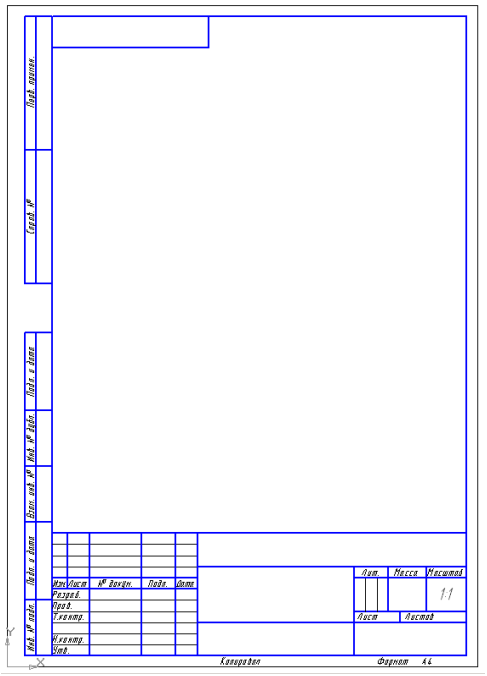

Рис. 7.1. Лист чертежа в системе КОМПАС-3D LT.
1.3. Выполните команду **Файл⇒Создать…⇒Чертеж** (рис. 7.1).